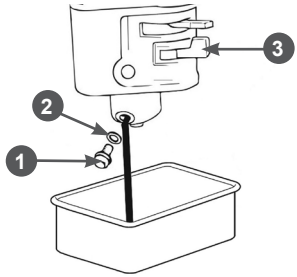

Рис. 41 Обслуживание карбюратора
1. Установите рычаг 3 топливного крана (Рис. 41) в положение «ЗАКРЫТО».
3. Открутите болт 1 сливного отверстия и слейте топливо из поплавковой камеры карбюратора (Рис. 41).
1. Слейте топливо из топливного бака и карбюратора (Рис. 41).